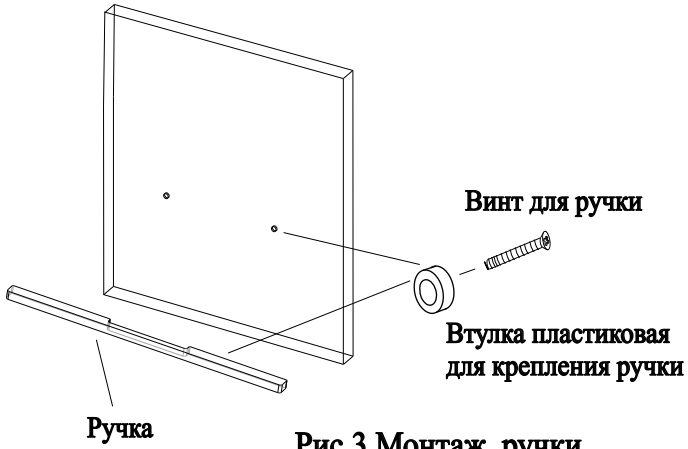

Рис.3 Монтаж ручки
4) Установить ручку согласно рис.3